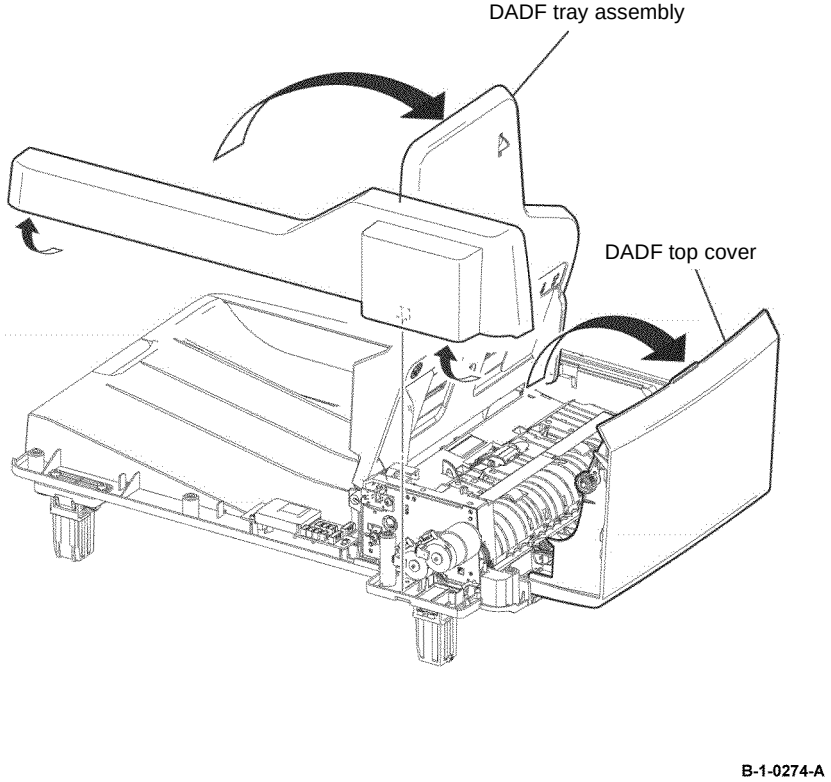

Figure 2 DADF rear-cover removal
3. Open the DADF top cover and DADF tray assembly, then remove the DADF rear-cover, Figure 2.